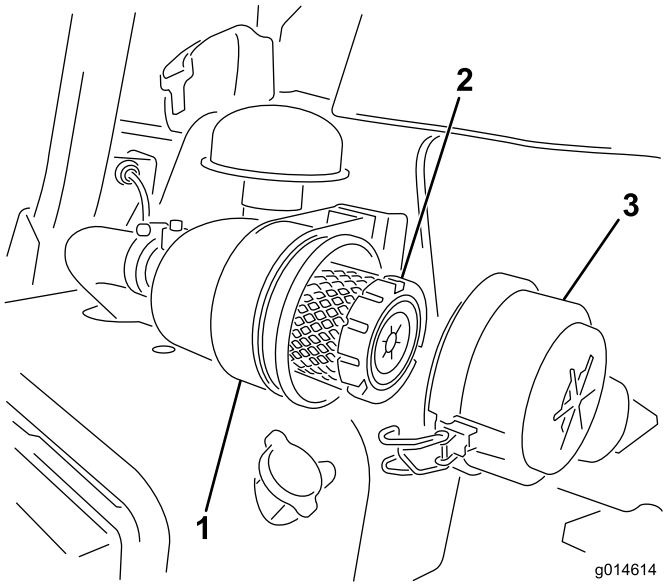

**Figur 46**
1. Lossa spärrhakarna som fäster luftrenarkåpan på luftrenarhuset (Figur 46).
6. Fäst spärrarna (Figur 46).